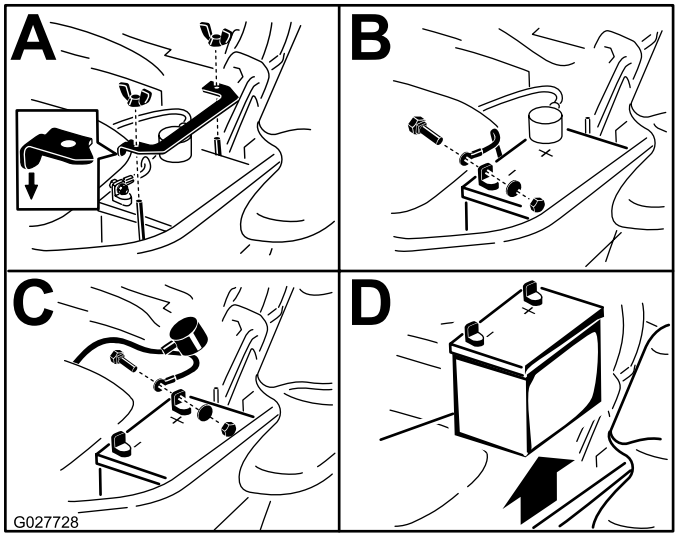

Figur 62
3. Ta den negative (svarte) batterikabelen av den negative (–) (svarte) batteripolen (Figur 62).
4. Skyv den røde polhetten unna den positive (røde) batteripolen og ta av den positive (+) (røde) batterikabelen (Figur 62).
5. Fjern vingemutteren som holder batteriklemmen (Figur 62).
6. Fjern klemmen (Figur 62).
1. Plasser batteriet med polene vendt bort fra den hydrauliske tanken (Figur 62).
4. Sikre kablene med 2 bolter, 2 skiver og 2 låsemutre (Figur 62).
6. Installer klemmen og fest den med vingemutteren (Figur 62).